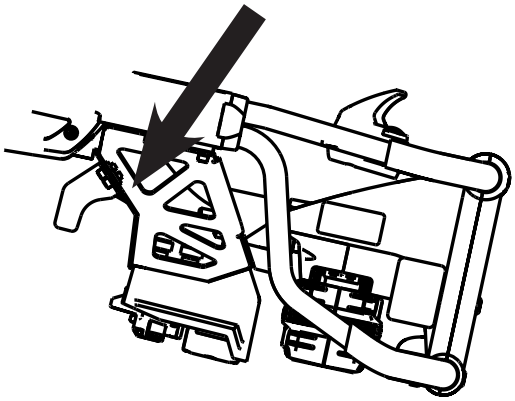

Figur 58
- På bårvagnar som är kompatibla med Power-LOAD, måste du förlänga och fästa remmarna i fotändens fäste såsom indikeras i Figur 58.